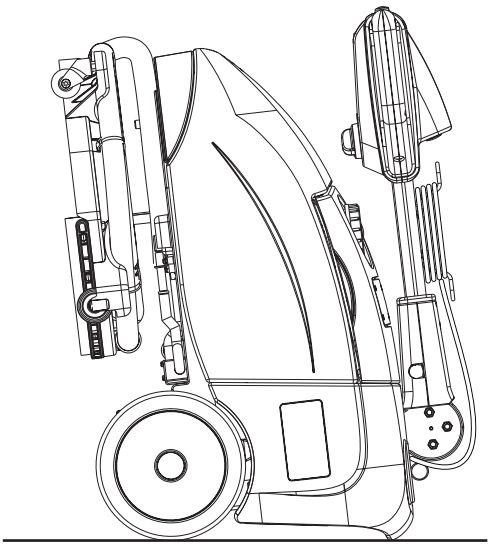

Afbeelding 4
2. Open de afdekking (4) en koppel de accustekker (7) los.
4. Draai het stuur (2) naar voren en plaats de machine, zoals aangegeven in afbeelding 4, voor een betere bescherming van de borstel en de rubbers van de trekker.